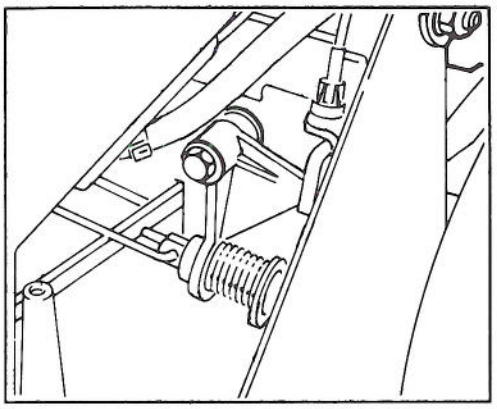

Figure 30
4. Remove any debris that may have accumulated in area behind panel (Fig. 30).
5. Reinstall vertical panel. Secure panel screen to mower deck with (2) ½" self tapping screws.